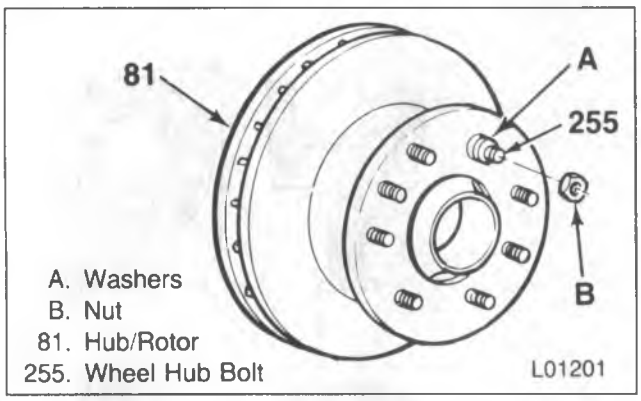

Figure 50—Installing the Hub Bolts
Install or Connect (Figure 50)
1. New serrated bolt (255) into the hole in the hub/rotor.
- Place four washers onto the bolt, then fasten a nut onto the bolt until the nut bottoms on the washers (figure 50).